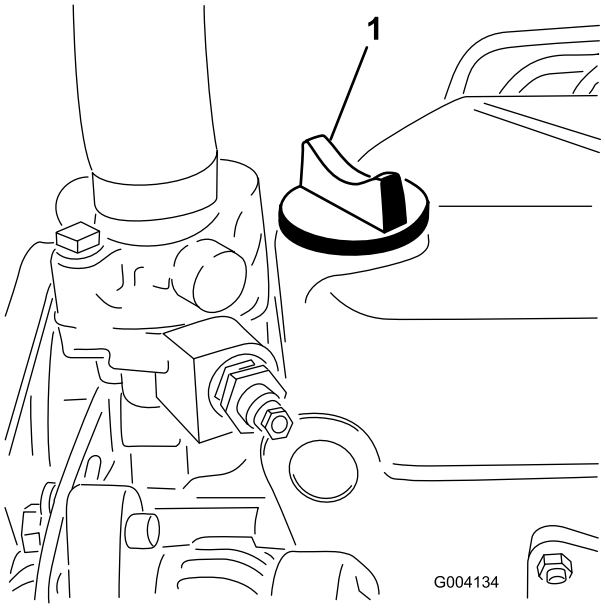

Figur 28
5. Hvis olieniveauet er under FULL-mærket, skal du fjerne påfyldningsdækslet (Figur 28) og fylde olie på, indtil niveauet når FULL-mærket.